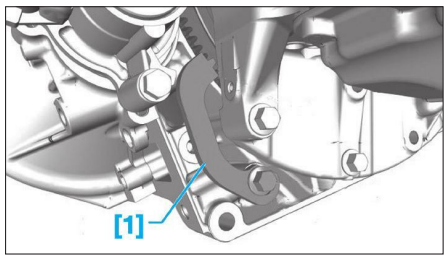

**Fig. 6**
• Mettre en place l'outil de blocage du volant moteur [1] **(Fig.6)**.
• Déposer l'outil de blocage du volant moteur [1] **(Fig.6)**